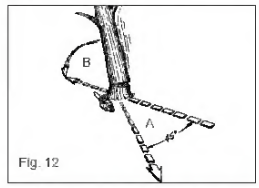

Fig. 12
WARNING: A retreat path (A) should be planned and cleared as necessary before cuts are started. The retreat path should extend back and diagonally to the rear of the expected line of fall, as illustrated in Fig. 12.
WARNING: As the felling cut gets close to the hinge, the tree should begin to fall. When tree begins to fall, remove saw from cut, stop engine,, put chain saw down, and leave area along retreat path (Fig. 12).